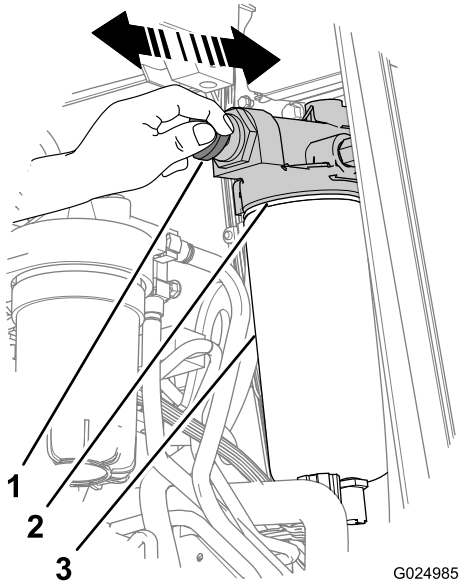

Рисунок 75
3. Очистите головку топливного насоса и топливоподкачивающий насос с помощью быстросохнущего аэрозольного очистителя и сжатого воздуха (Рисунок 75).
4. Разблокируйте рукоятку топливоподкачивающего насоса, повернув ее **против часовой стрелки** (Рисунок 75).
5. Выполните прокачку с помощью рукоятки топливоподкачивающего насоса (Рисунок 75), пока не ощутите сопротивление на рукоятке, которое не позволит выполнить дальнейшее прокачивание (приблизительно 140 – 150 качаний для сухих фильтров и 20 – 60 качаний для предварительно наполненных фильтров).
6. Заблокируйте рукоятку топливоподкачивающего насоса, повернув ее по часовой стрелке до полной посадки (Рисунок 75).